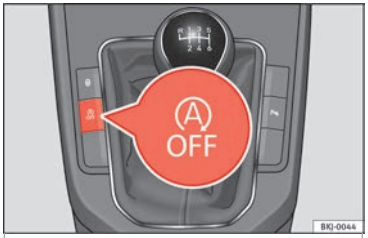

Rys. 184 Konsola środkowa: Przycisk systemu Start-Stop.
- Aby włączyć/wyłączyć system Start-Stop ręcznie, nacisnąć przycisk A OFF. ››› **rys. 184**